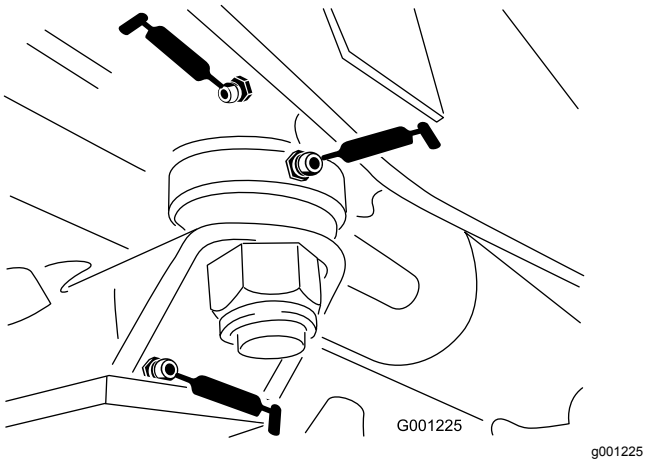

Figur 41
- Styrepladebøsninger (Figur 41)
- Akselstiftsbøsning (Figur 41)